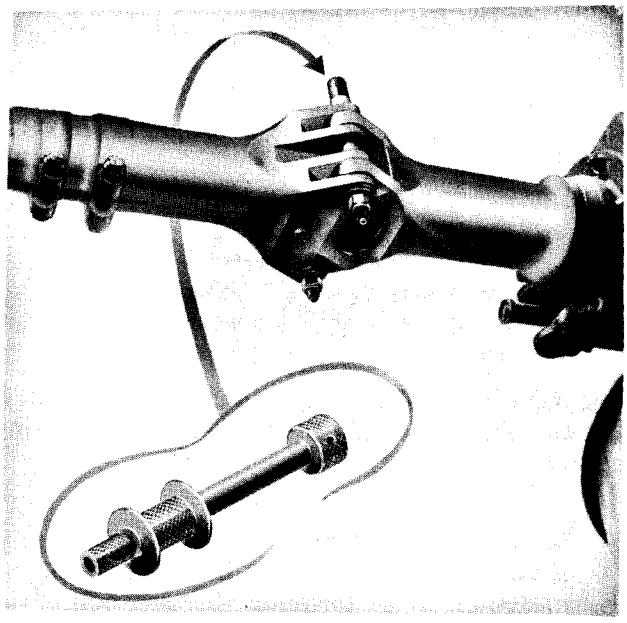

Figure 2-2. Blade Taper Pins and Puller
2-8. REMOVAL. (See figure 2-2.) Remove the rotor blades in the following manner:
d. Pull the taper pins straight out by using the taper pin puller (figure 2-2) or pin remover (22E5972) and carefully remove the blade.
2-13. INSTALLATION. (See figure 2-2.) Install blades as follows:
2-16. REMOVAL. (See figure 2-2.) Removal procedure is the same as that for the wooden blade.